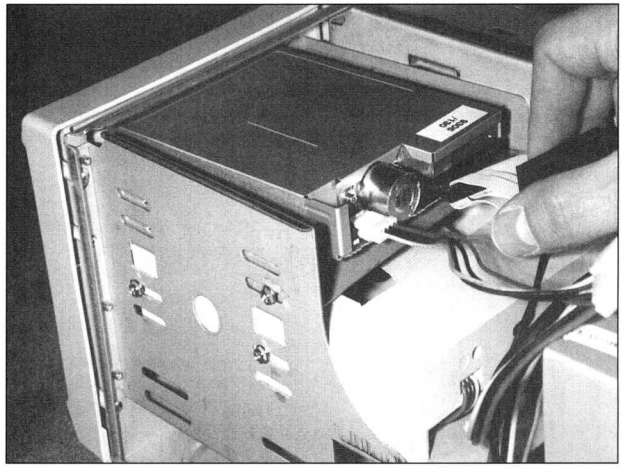

Abb. 12.10: *Das Controllerkabel wird aufgesteckt*
6. Ebenfalls auf der Rückseite muß nun das Controllerkabel wie in Abbildung 12.10 mit dem Laufwerk verbunden werden. Stecken Sie die mit "PIN 1" markierte bzw. die mit einem roten Streifen längs dem Kabel versehene Seite so auf, daß sie sich mit der "PIN 1"-Markierung des Laufwerks deckt. Viele Stecker haben auf der einen Seite auch eine Nase, so daß sie nur auf eine Weise aufgesteckt werden können.